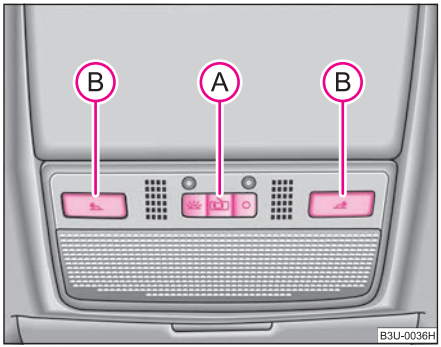

Fig. 41 Detail of the headliner: front interior lighting
– Position the switch (A) ⇒ fig. 41 into middle position ☞.
– Press on one of the switches (B) ⇒ fig. 41 in order to switch the right or left reading light on or off.